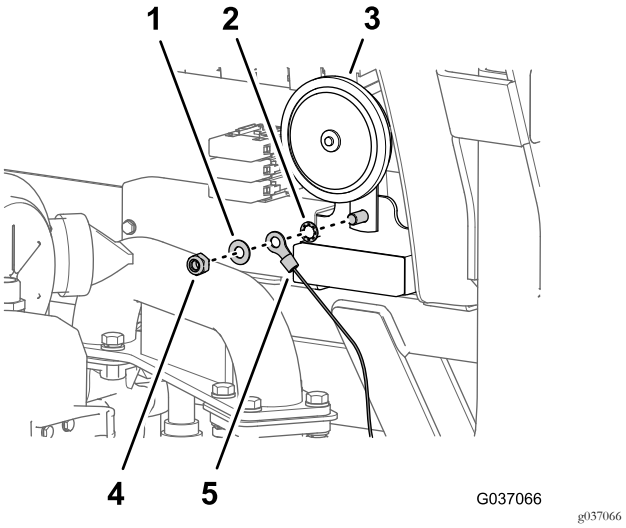

Figura 33
1. Na parte de trás do anteparo, retire a porca de bloqueio e a anilha que fixam a buzina à placa elétrica (Figura 33).
2. Monte a porca de bloqueio, a anilha e o terminal de anel da cablagem do relé e a anilha de bloqueio no parafuso como se mostra na Figura 33 e aperte a porca e o parafuso com 23 a 29 N·m.